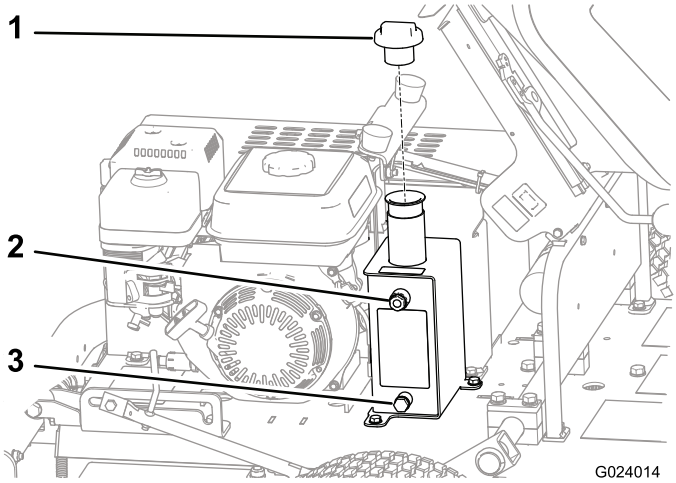

图32
3. 找到位于液压油箱侧面的观察镜（图32）。
4. 如果油位较低、请从油箱顶部取下油箱盖（图32）、并添加足够的液压油、使油位上升到观察镜上的正确位置。
1. 在液压油箱排油塞下放置一个放油盘(图32).
2. 从油箱侧面拆下排油塞（图32）。
8. 卸下液压油箱盖（图32）。